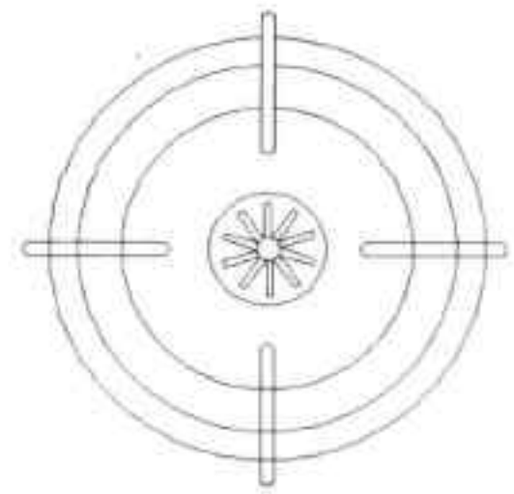

图6-87 删除多余直线
Step14 执行“修剪”命令，选中大圆角矩形，按回车键，然后选中长方形内多余直线，将其删除，如图 6-87 所示。